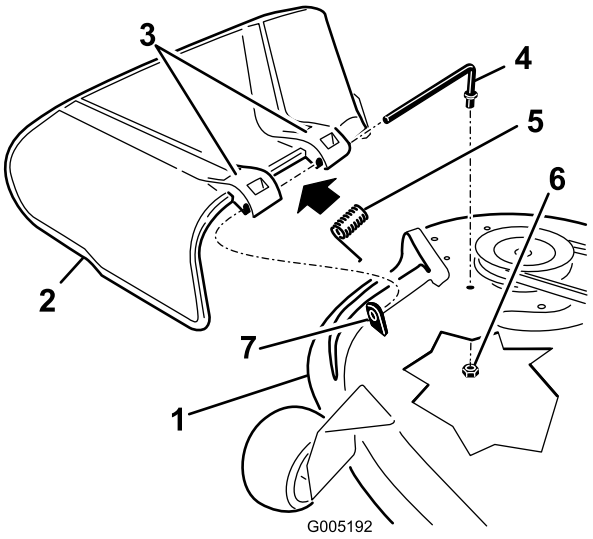

Figuur 68
1. Verwijder de moer (3/8 inch) van de stang onder het maaidek (Figuur 68).
2. Schuif de stang uit de korte afstandshouder, de veer en de grasgeleider (Figuur 68).
4. Monteer de grasgeleider (Figuur 68).
7. Schuif de stang door de tweede grasgeleider beugel (Figuur 68).
9. Bevestig de achterzijde van de stang aan de maaier met een moer (3/8 inch), zoals geïllustreerd in Figuur 68.